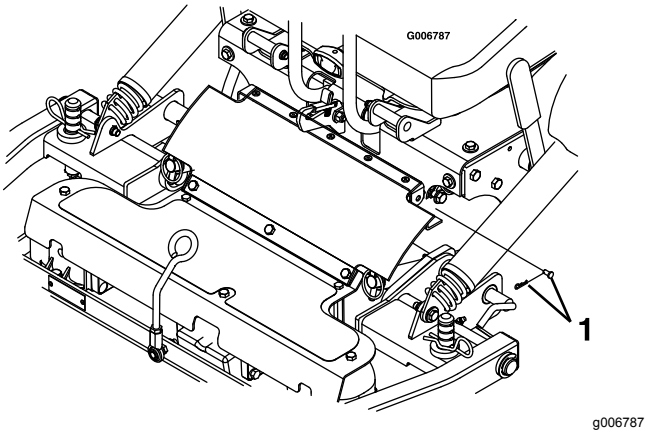

Figure 10
3. Retirez les goupilles fendues et les axes de chape des deux côtés de la protection de PDF (Figure 10).